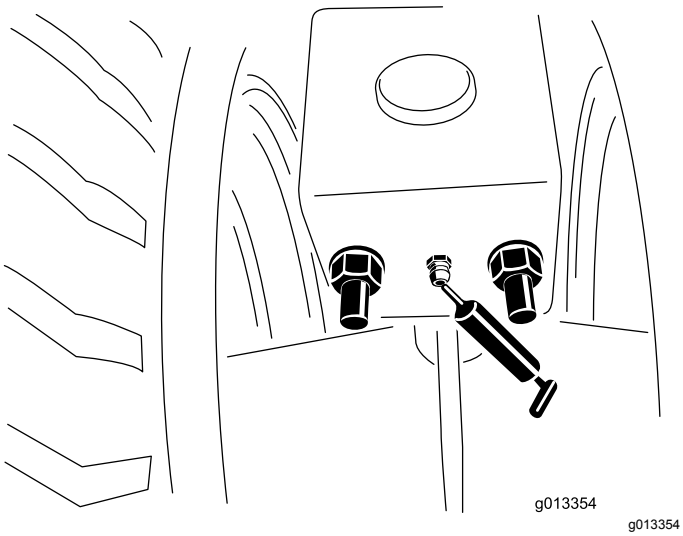

Figur 54
1. Rens fedtfittingsene (Figur 54).